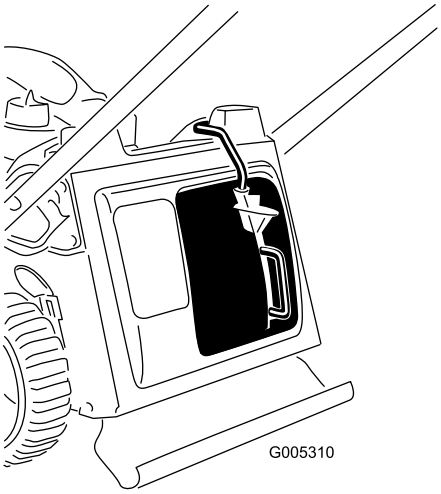

Figur 10
3. Släpp upp knappen på spaken och se till att överdelen på spaken ligger helt inne i brytarkanalen (Figur 10). **Om överdelen på spaken inte ligger i brytarkanalen kommer maskinen inte att starta!**